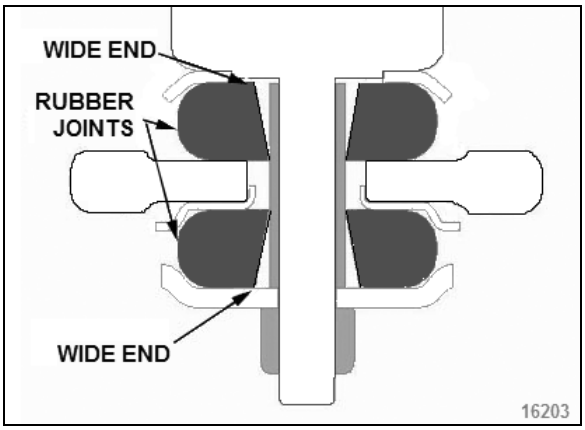

**FIGURE 42: LOWER SHOCK MOUNTING BUSHINGS**
3. On the lower mounting, take care to install the rubber joints with the wide end of the tapered hole as shown in Figure 42.